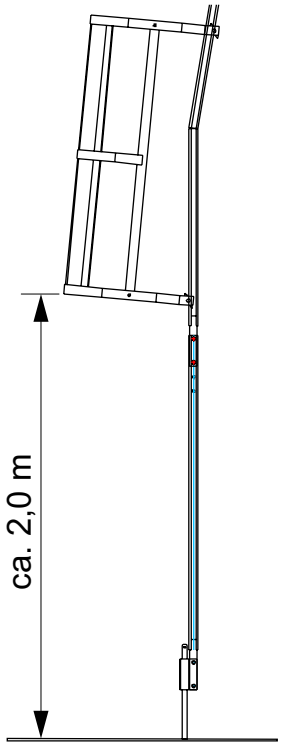

Abb. B4.07
3. Rückenschutz ca. 2,0 m über der Einstiegsebene montieren. (Abb. B4.07)